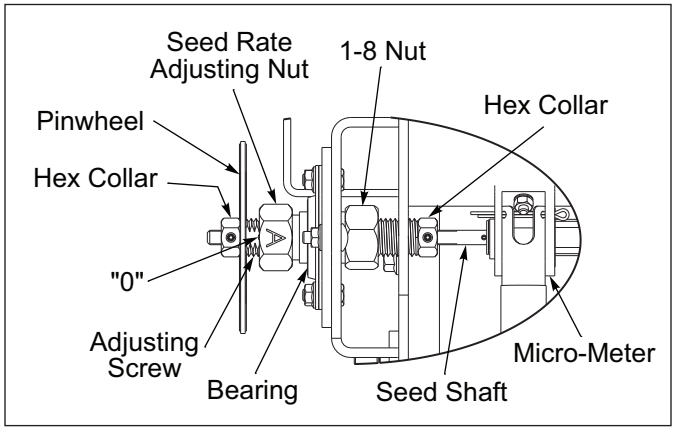

Figure 4-16: Micro-Meter Seed Box Rate Adjuster
All Seed Meters must be set the same to ensure uniform seeding. To check, set the Seed Rate Adjusting Nut to 0-A. The “A” on the Seed Rate Adjusting Nut is positioned over the “0” (the nut covers half of the “0”) and snug against the Bearing. **See Figures 4-16 and 4-17.**
1. **Micro-Meter Box:** Hex Collar with Set Screws on both ends of the Adjusting Screw are used to adjust all Seed Meters the same amount. **See Figure 4-16.** To adjust Seed Meters to be closed at "0A", loosen Hex Collars with Set Screws (remove set screws first) and set Adjusting Screw to "0A". Slide Seed Shaft to close all Seed Meters. Tighten Hex Collars with Set Screws against Adjusting Screw and install set screws to lock against Seed Shaft flats. *Once adjusted **DO NOT** loosen or adjust the Hex Collars.*